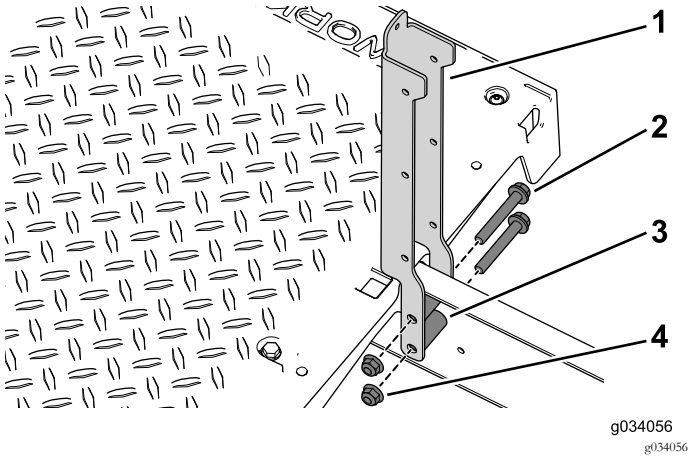

Bild 39
3. Befestigen Sie die linken und rechten Sitzstützen mit den vier Bundbolzen (3/8" x 2½"), Distanzstücken und Bundmuttern an der Maschine (Bild 39).